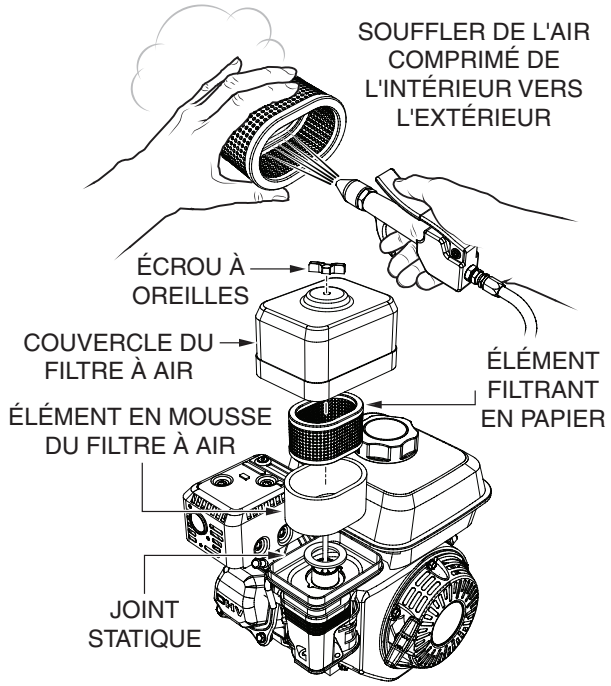

Figure 33. Filtre à air du carburant (élément double)
1. Retirer le couvercle du filtre à air et filtre en mousse comme le montre Figure 33.
2. Tapoter l'élément filtrant en papier (Figure 33) à plusieurs reprises sur une surface dure pour enlever la saleté, ou souffler de l'air comprimé [ne dépassant pas 30 psi (207 kPa, 2,1 kgf/cm2)] du côté du boitier du filtre à air. **NE JAMAIS** brosser la saleté. Le brossage forcera la saleté dans les fibres. Remplacer l'élément filtrant en papier s'il est excessivement sale.